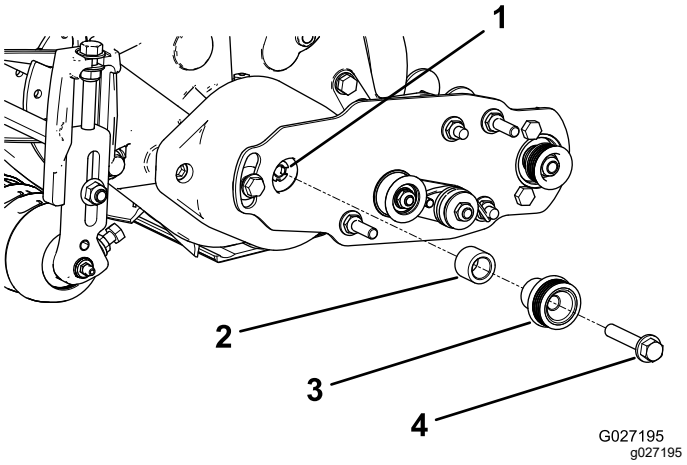

Bild 15
1. Setzen Sie das Distanzstück auf die Welle im Lagergehäuse (Bild 15).
2. Setzen Sie die Antriebsscheibe in das Distanzstück und auf die Antriebswelle (Bild 15).
3. Befestigen Sie die Riemenscheibe und das Distanzstück mit einer Bundkopfschraube (3/8" x 2") an der Antriebswelle, siehe Bild 15.